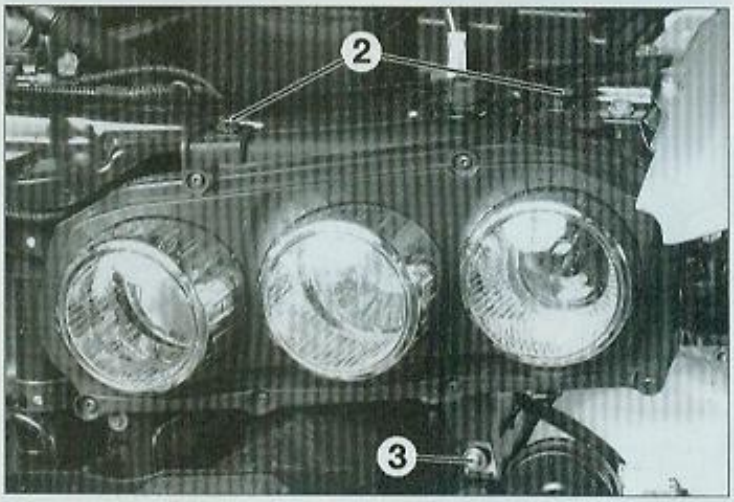

FIG. 5
- Dévisser la vis de fixation inférieure (3) du projecteur **(Fig.5)**.